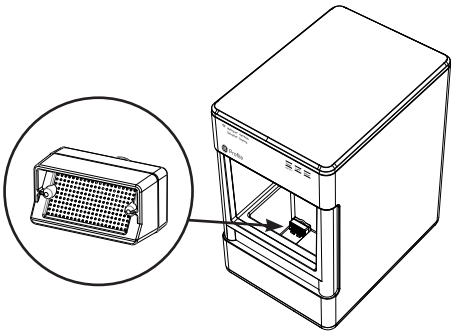

Figura 1
2. Retire el filtro de agua (de estar presente), y reemplace el mismo por la tapa de entrada con malla al depósito. Consulte la figura 1.